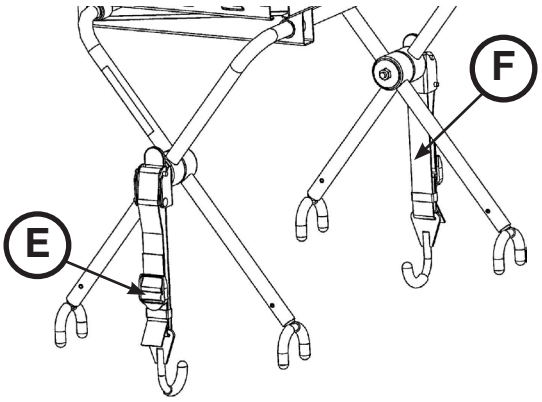

Abbildung 59
- Wenn die Defibrillatorplattform nicht ordnungsgemäß an der Trage angebracht ist, obwohl beide Verriegelungshaken eingerastet sind, oder wenn die Verriegelungshaken nicht um den Liegeflächenrahmen der Trage herum befestigt werden können, den Saum (E) entriegeln, den Haltegurt (F) lockerer oder enger ziehen, bis eine ordnungsgemäße Befestigung erreicht ist, und anschließend den Saum (E) nach oben drücken, bis er hörbar einrastet (Abbildung 59).